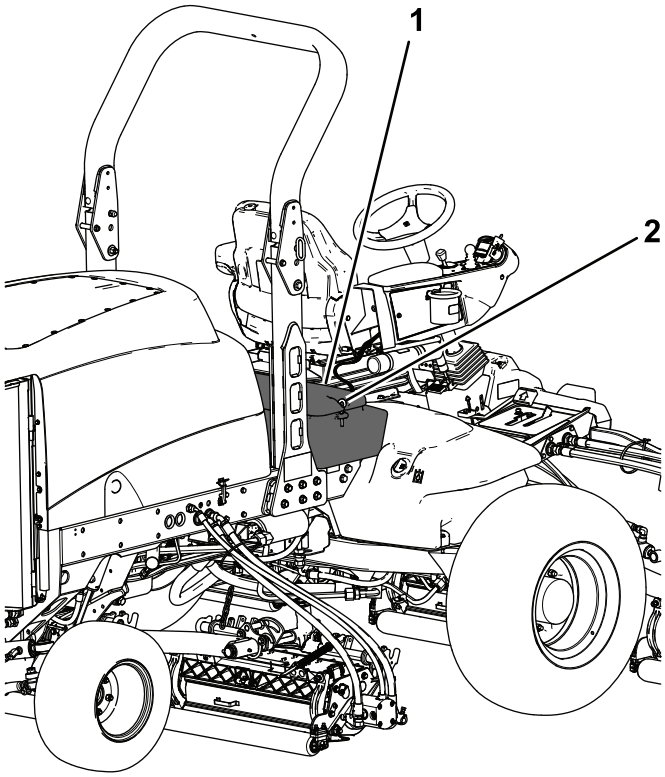

**Figur 94**
2. Lås opp og hev operatørens konsollpanel (Figur 94).